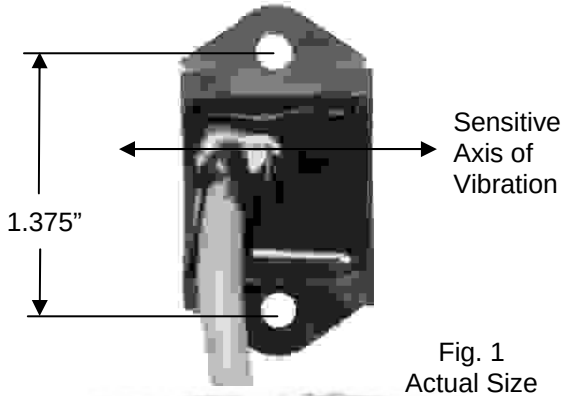
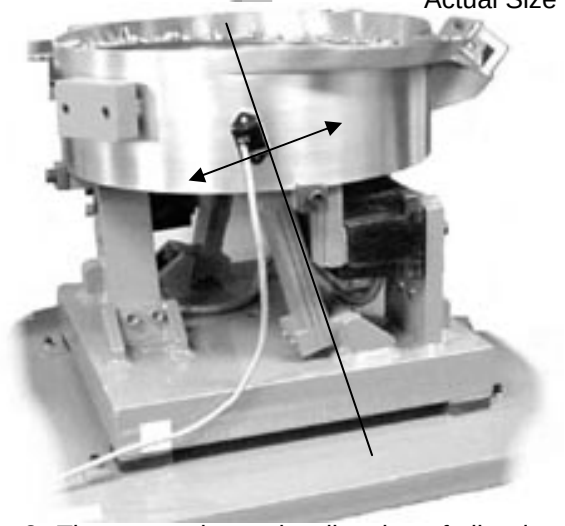

Fig. 1
Fig. 2 The arrow shows the direction of vibration which is at a right angle to the spring pack.
Figure 1 represents VF-3-3, VF-9-3, VF-393
A. ORIENT THE SENSOR so that its sensitive axis is in the same direction as the vibration of the feeder. The double-ended arrow in figure 1 shows the sensor's sensitive axis. Align the sensitive axis of the sensor in the same direction as the vibration (see figure 2). The sensor must be oriented correctly for proper operation.
6) Remove the vibration sensor from its protective packaging. Remove the liner from the adhesive backing. Avoid touching the tape. Align the sensor as shown in figures 1 and 2. Apply the vibration sensor to the prepared area of the feeder. Press the sensor very firmly onto the feeder surface for at least 10 seconds.
Use a cable tie and an adhesive-backed mount to attach the sensor cable to the side of the drive base. See Figure 2. Clean the mounting area before applying the adhesive-backed mount.